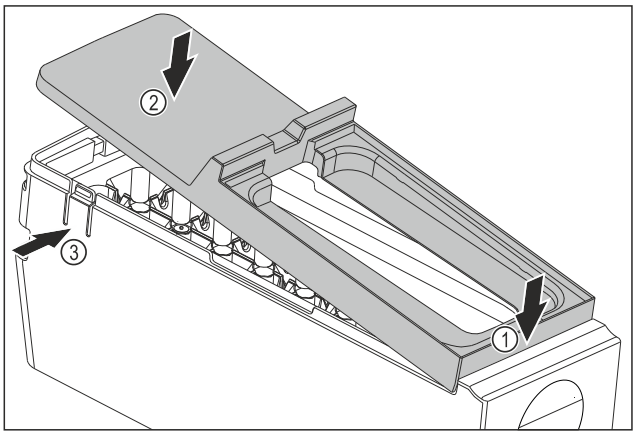

Fig. 147
▶ Montați apărătoarea corpului EasyTwist-Ice: Așezați în față apărătoarea. *Fig. 147 (1)*
▶ Coborâți în spate apărătoarea. *Fig. 147 (2)*
▷ Apărătoarea se fixează în poziție cu zgomot specific în cele două eclise *Fig. 147 (3)*.